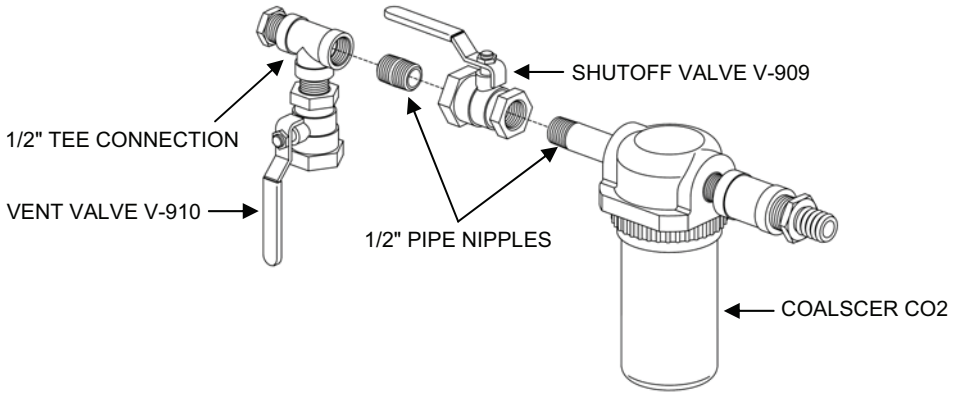

Figure 12. Shutoff Valve V-909.
3. Disconnect Shutoff Valve V-909 from the 1/2" pipe nipple that connects the shutoff valve to the coalescer (see Figure 12).
c. Refer to Figure 12 for the correct positioning of Shutoff Valve V-909.